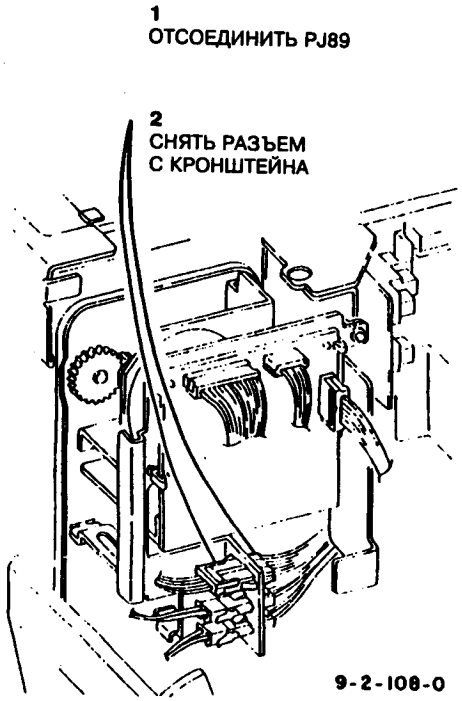

Рис.1 Отсоединение разъемов
3. Отсоединить разъемы от двигателя объектива (рис.1).